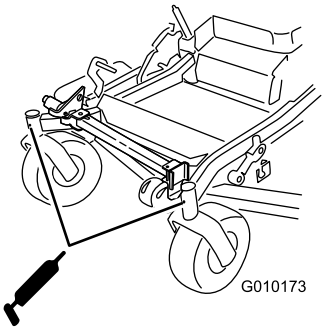

Figura 45
9. Retire el adaptador de engrase del punto de engrase. Instale el tapón hexagonal y la tapa (Figura 45).